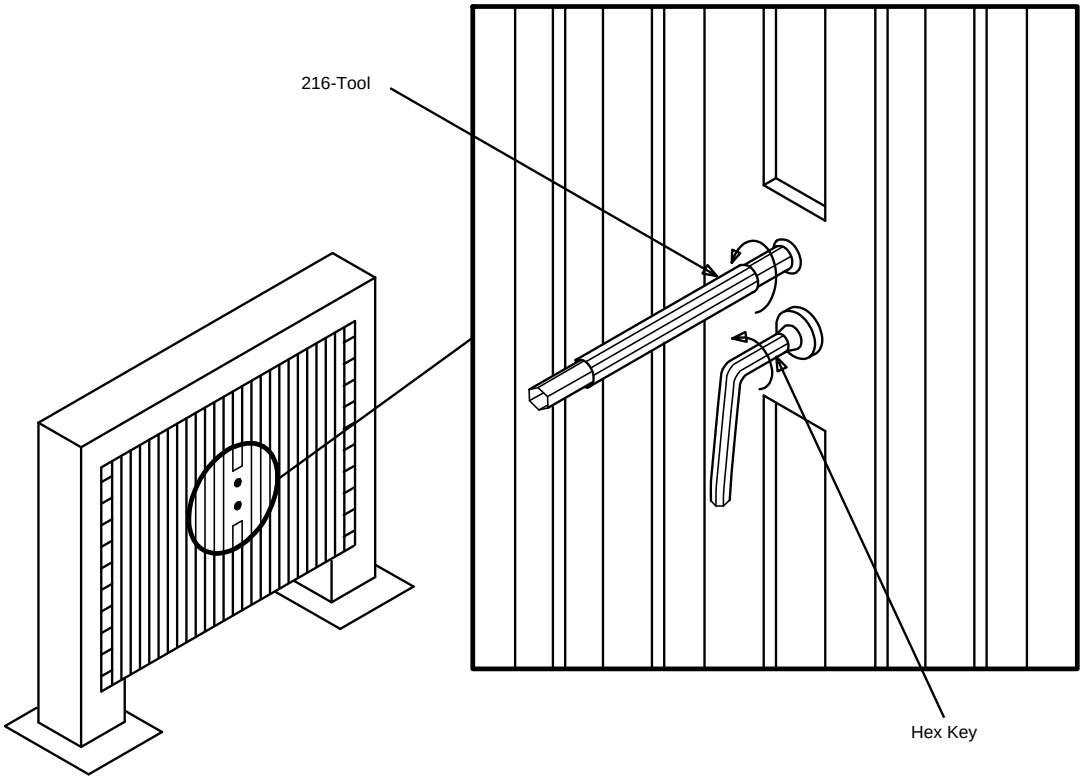

**Figure 1 – Opening a Typical Cabinet with Hex Key and 216-Tool**
1. The cabinet is typically opened using a special key (allen-type wrench) and a 216-type tool as shown in Figure 1.